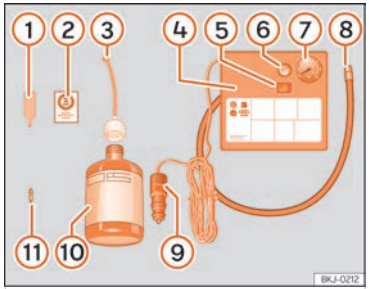

Fig. 231 Standard display: contents of the anti-puncture kit.
The anti-puncture kit is located underneath the floor covering in the luggage compartment. Includes the following components ››› Fig. 231:
- Unscrew the tyre valve cap and insert. Use the device ››› Fig. 231 (1) to remove the valve cap. Place it on a clean surface.
- Shake the tyre sealant bottle vigorously ››› Fig. 231 (10).
- Screw the tyre inflation hose ››› Fig. 231 (3) into the tyre sealant bottle. The bottle's seal will break automatically.
- Remove the filler cap ››› Fig. 231 (3) and screw the open end of the tube into the tyre valve.
- Replace the howitzer with the device ››› Fig. 231 (1) onto the tyre valve.
- Screw the tyre inflation tube of the compressor ››› Fig. 231 (8) on the tyre valve.
- Check that the air evacuation screw is closed ››› Fig. 231 (6).
- Attach the connector ››› Fig. 231 (9) to the vehicle's 12 volt power outlet ››› page 213.
- Switch on the air compressor with ON/OFF switch ››› Fig. 231 (5).
- Attach the sticker ››› Fig. 231 ② to the instrument panel display, within the driver's field of vision.
Screw in the inflator tube ››› Fig. 231 ⑧ again and check the pressure on the gauge ⑦.